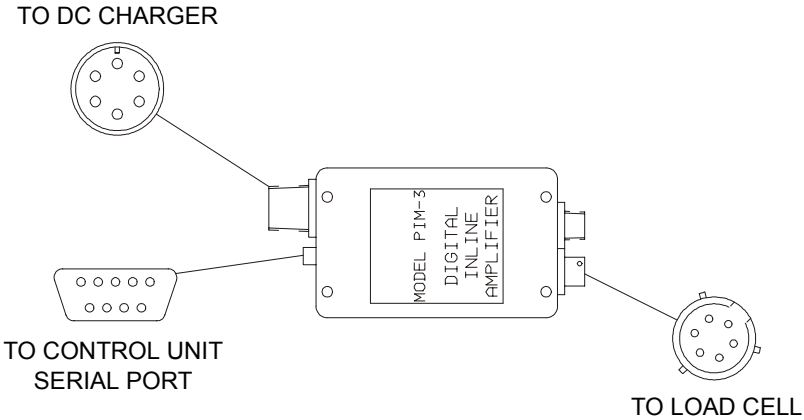

Figure 3-1. Load Cell and PIM-3 Connections
- ▶ If using the two-piece calibration load cell, connect the PIM-3 and load cell as follows (see Figure 3-1):